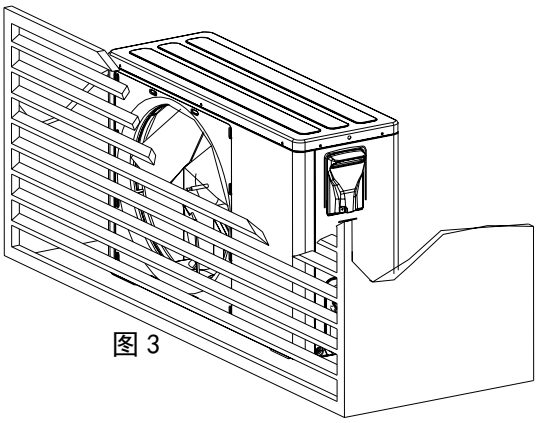

图 3
9. 为确保室温调节效果，如安装室外机时前面立有类似百叶窗遮挡物，建议拆除此类遮挡物，如无法拆除，则应将室外机出风口尽量靠近百叶窗口（见图 3）。